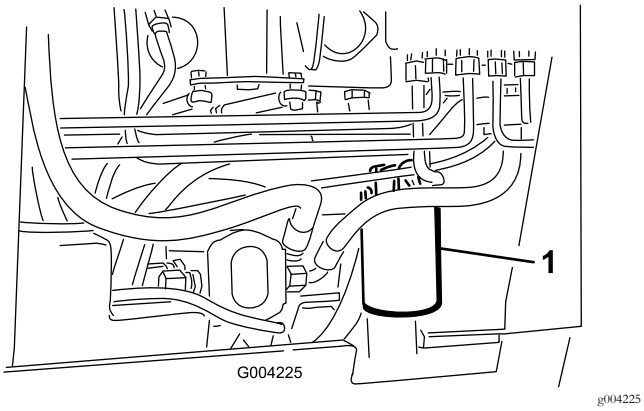

Figuur 59
4. Plaats een opvangbak onder het filter (Figuur 59).
5. Verwijder het oude filter (Figuur 59) en veeg het oppervlak van de pakking van het filtertussenstuk schoon.
7. Monteer het nieuwe hydraulische filter op het filtertussenstuk (Figuur 59). Draai het filter rechtsom totdat de rubberen pakking contact maakt met het filtertussenstuk. Draai het filter vervolgens nog eens ¾ slag.